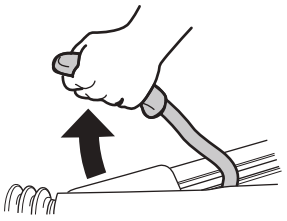

Afb. 9
- ► Lägg i parkeringsbromsen (Afb. 9) och/eller säkra däcken med hjulklossar.